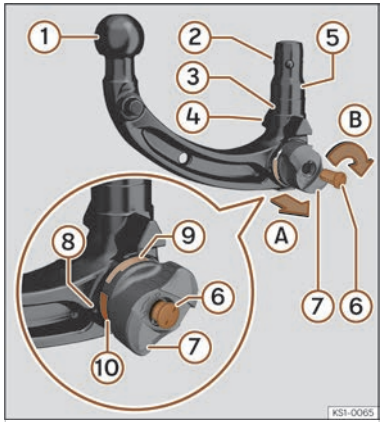

Fig. 175 Overview: removable tow hitch.
③ Locking (ball) mechanism.
④ Centring guides.
⑤ Shaft.
⑥ Key.
⑦ Lock cover.
⑧ Thumbwheel.
⑨ Green mark on the tow hitch
⑩ Red mark on the thumbwheel
3. Open the lock cover ››› **Fig. 175** ⑦ and insert the key ⑥ into the lock.
4. Turn the key ⑥ counterclockwise until the arrow on the key points towards the lock open symbol on the thumbwheel ⑧.
5. Hold the tow hitch with one hand. With the other, pull out the thumbwheel ⑧ in direction Ⓐ.
6. Turn the extracted thumbwheel ⑧ in direction Ⓑ as far as the stop.
8. Release the thumbwheel ⑧.